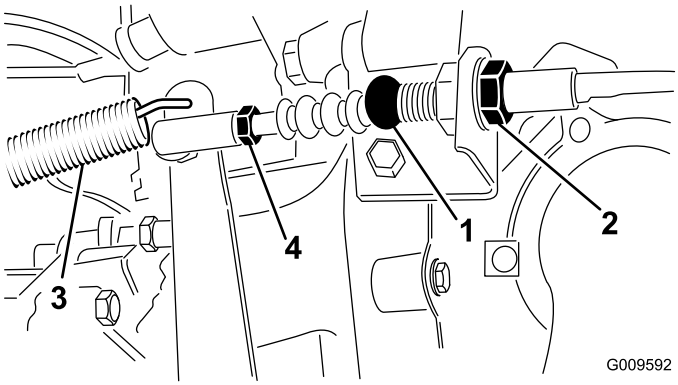

Figur 69
1. Løsn de kontramøtrikker, der fastgør koblingskablet til konsollen på klokkehuset (Figur 69).